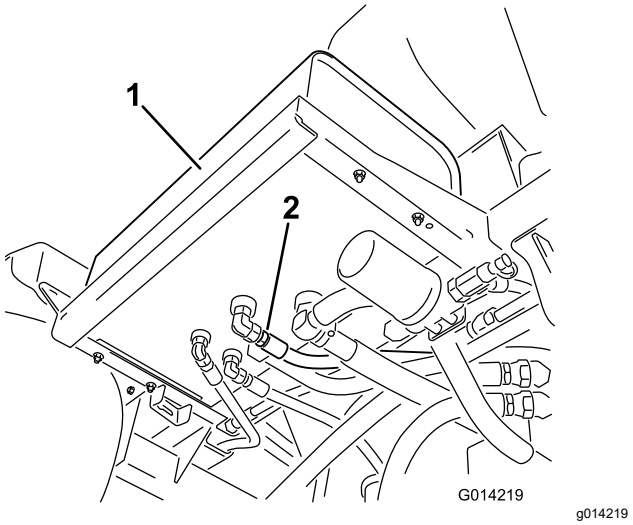

Figura 106
2. Limpe a área em redor da união do tubo hidráulico na parte inferior do depósito de óleo hidráulico (Figura 106).
4. Retire a união da tubagem do depósito, permitindo o escoamento do fluido para o recipiente (Figura 106).